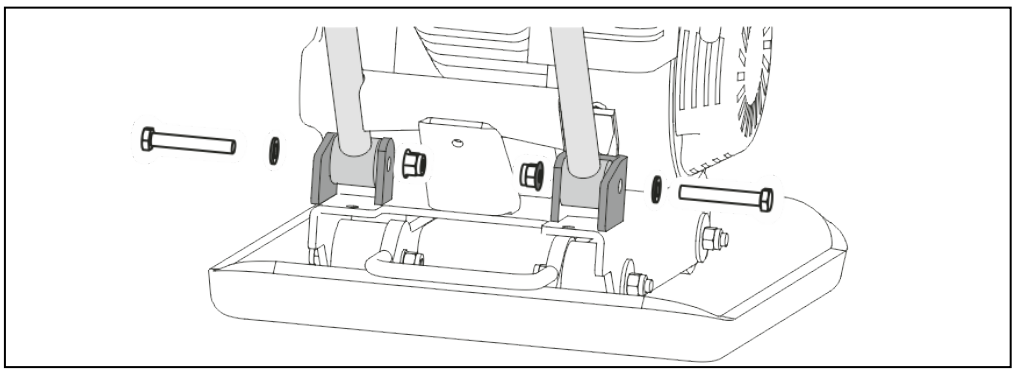

Рис. 3. Установка рабочей рукоятки.
2. Совместите отверстия в нижней части рабочих рукояток и кронштейнах рамы виброплиты. Вставьте в отверстия болты (которые идут в комплекте) после чего зафиксируйте их гайками (Рис. 3).